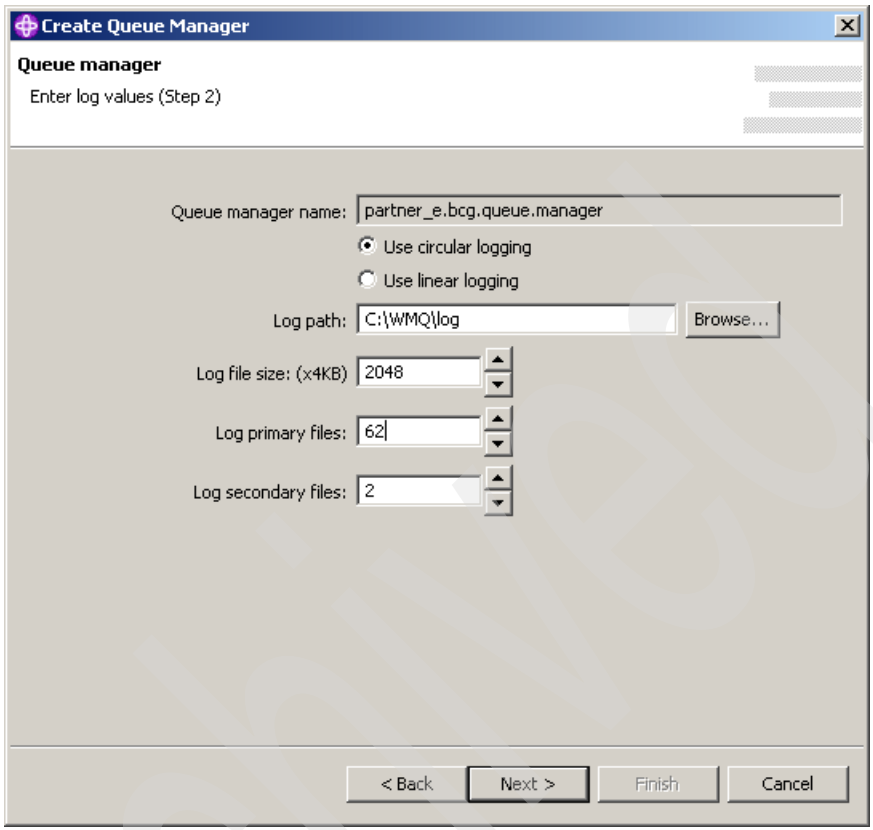

Figure 5-6 Create Queue Manager: Step 2
9. Change the log file size to be 2048 pages of 4KB as shown in Figure 5-6 on page 67.